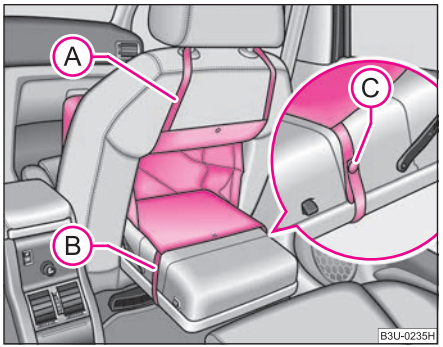

Fig. 61 Front passenger seat: Protective sack
– Pull the belt (A) through the opening in the passenger seat and pull it over the head restraint ⇒ fig. 61.
– Pull the belt (B) under the folded down support and secure it with head (C).